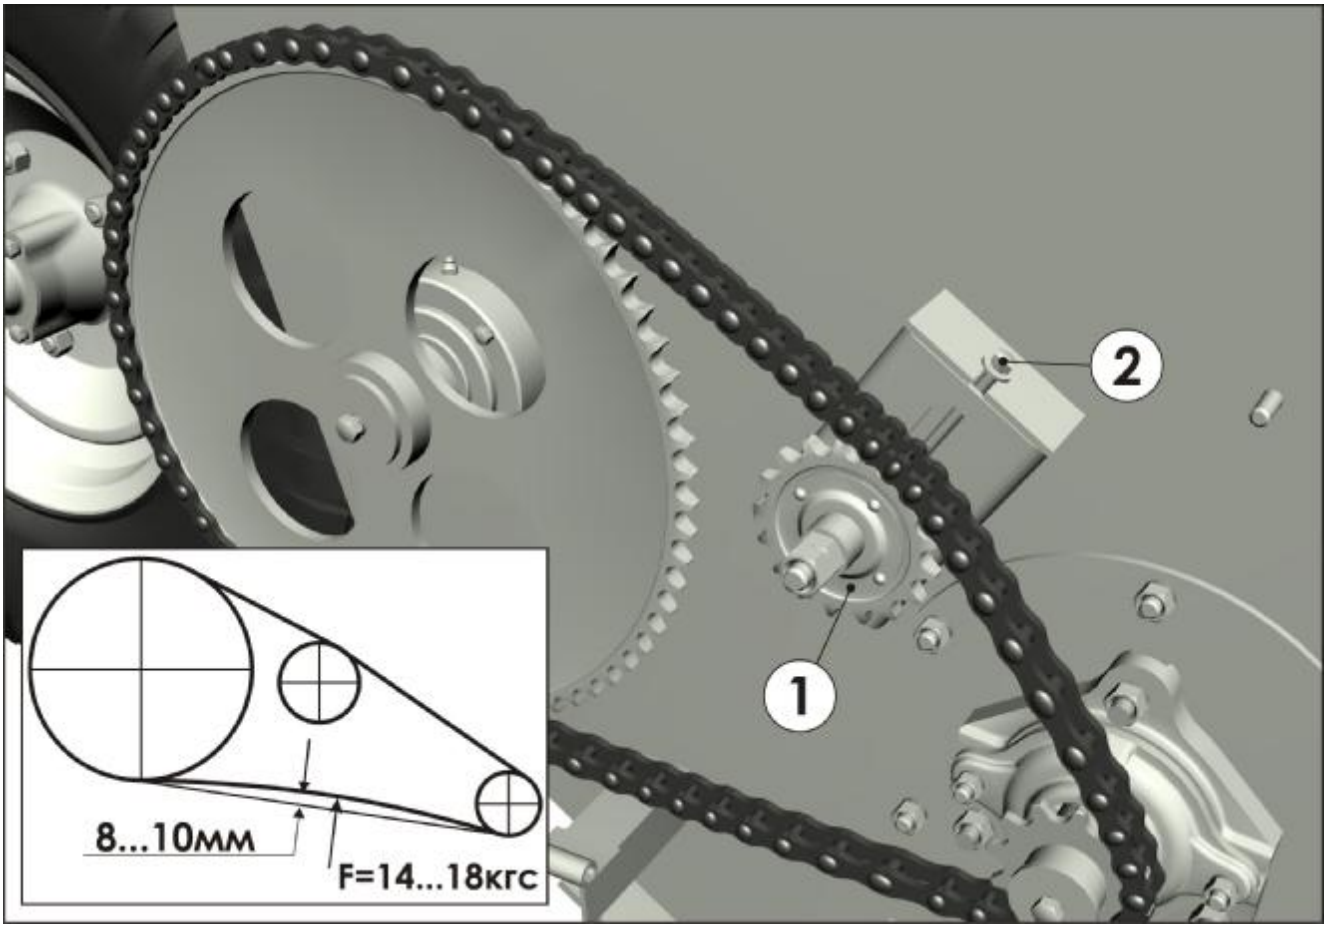

Рисунок 15 **Регулировка натяжения цепной передачи**
- натяжение цепи, при необходимости подтянуть по рис.15;
Натяжение цепной передачи осуществляется натяжной звездочкой 1 (рис. 15). Винтом 2 изменяется натяжение цепи. В правильно отрегулированной передаче при усилии на цепь в 14…18кгс, её прогиб должен составить 8…10мм.